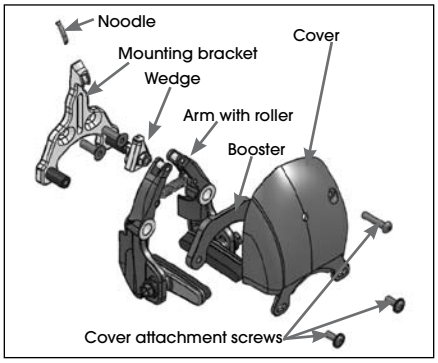

Figure 1. Exploded diagram of rear brake
The rear brake (Figure 1) on the Speed Concept bike use a wedge/roller actuation (Figure 2), so cable tension is critical.
2. Slide the cable out through the housing, the noodle (short plastic liner in the cable guide), and the cable guide of the mounting bracket (Figure 1).